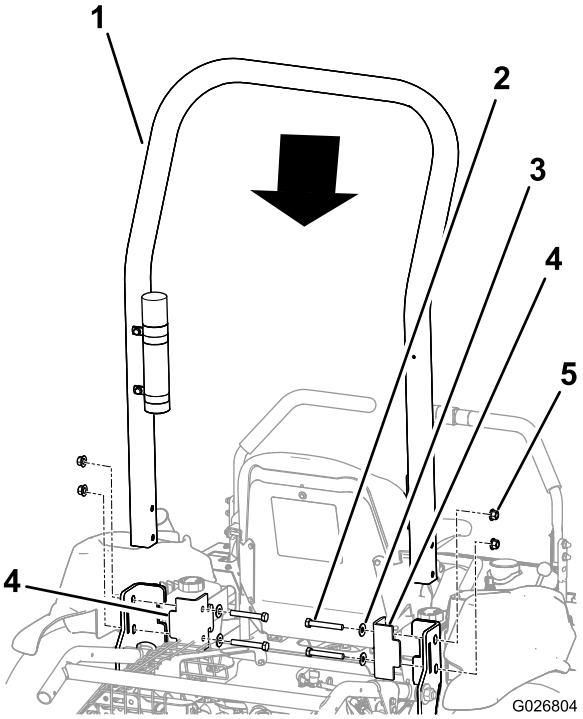

Figur 6
2. Placer styrtbøjlen på maskinen som vist i Figur 6.